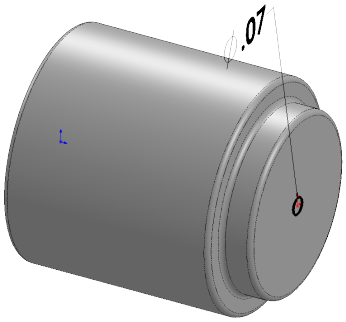

Fig. 13
Step 3. Starting at the Origin sketch a circle for the shaft, **Fig. 13**.
Step 5. Dimension the circle **diameter .07**, **Fig. 13**.